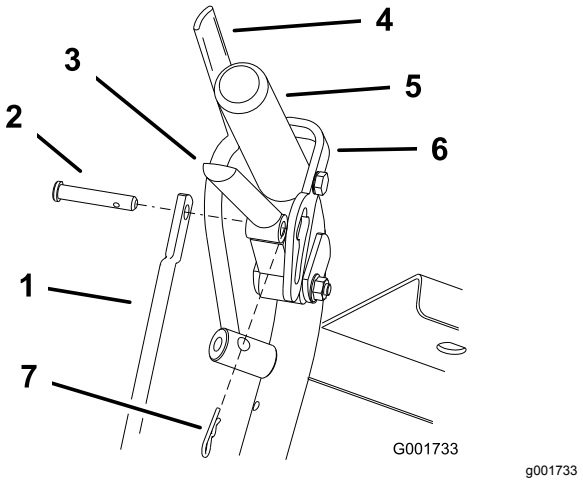
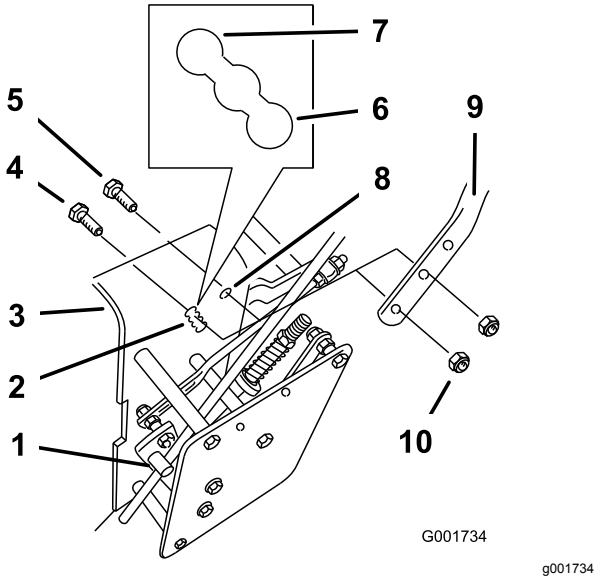

Figur 18
Figur 19
1. Avlägsna hårnålssprintarna och sprintbultarna från drivningsspakarna och neutrallåsen (Figur 18).
2. Lossa de övre flänsskruvarna (⅜ x 1,25 tum) och flänsmuttern som fäster handtaget till den bakre ramen (Figur 19).
3. Ta bort de nedre flänsskruvarna (⅜ x 1 tum) och flänsmuttrarna som fäster handtaget till den bakre ramen (Figur 19).
5. Justera styrstångens längd genom att rotera stången i stångbeslaget (Figur 18 och Figur 19).
6. Montera hårnålssprintarna mellan drivningsspakarna och neutrallåsen och in i sprintbultarna (Figur 18).